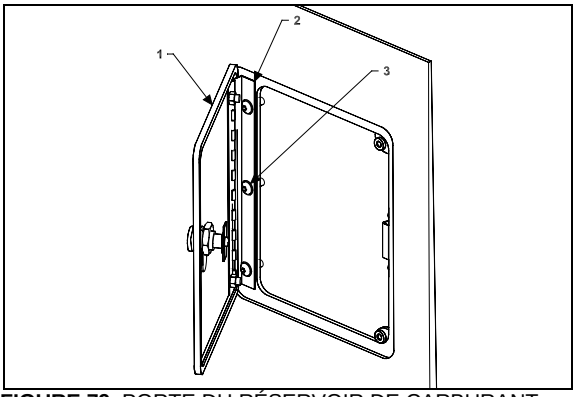

FIGURE 79: PORTE DU RÉSERVOIR DE CARBURANT
1. Ouvrir la porte du réservoir de carburant (1, Figure 79).
2. Desserrer les vis (3,Figure 79) qui fixent le panneau à la charnière (2,Figure 79).